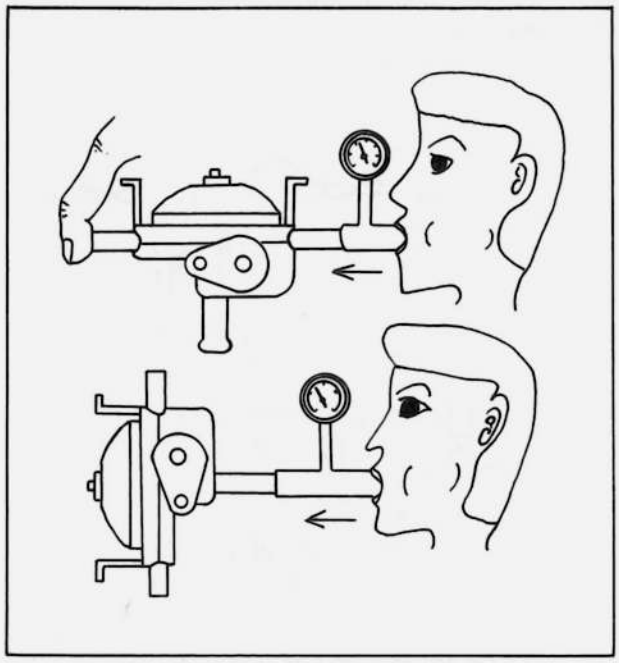

Fig. 1B–50 Checking check valve
2. As shown in Fig. 1B–50, connect a pressure gauge to the passage to the condense tank and blind the other end by finger.